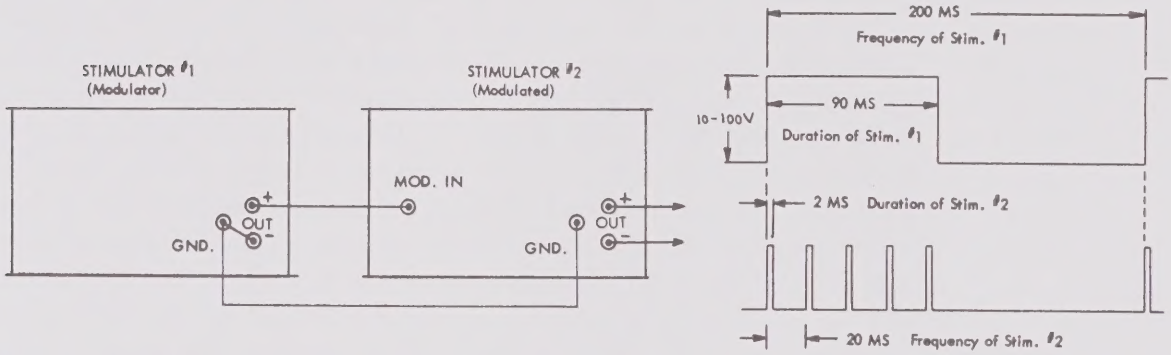

FIGURE 6.11 TRAINS OF PULSES
6.11 The output of an S9, S44 or another SD9 may be used to modulate (turn on and off at prescribed intervals) the pulse output of an SD9. An SD9 may also be used to modulate an S9. A typical set-up and the resulting stimulus pattern is shown in Figure 6.11.
6.12 To obtain a train of pulses five times a second with the stimulus parameters shown in Figure 6.11, the control settings of the two SD9 stimulators (only) would be as follows: